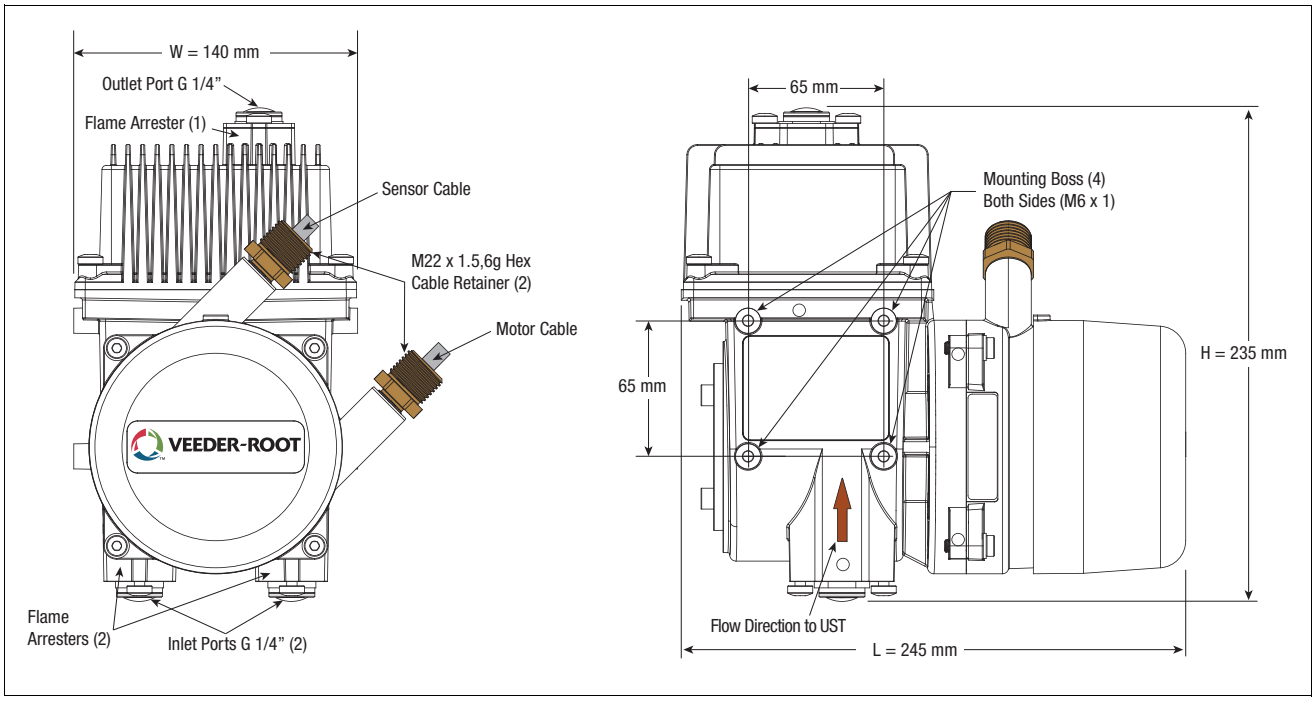

Figure 3. VaporTEK Pump Dimensions
4. Vapor flow is from the nozzle through the vapor pump to the UST (See Figure 3 for flow direction).
1. Fasten the VaporTEK-3 Controller board to the mounting surface with three M3-0.5 X12 long screws, and three M3-0.5 tooth washer hex nuts, (see Item 1, Figure 3). Torque each screw to a nominal 0.60 N-m (min. 0.50 N-m / max. 1.00 N-m).